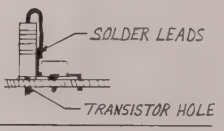

FIG. 1 (8)
(8) ADD RESISTOR AS SHOWN IN FIG. 1. (R99-R104)